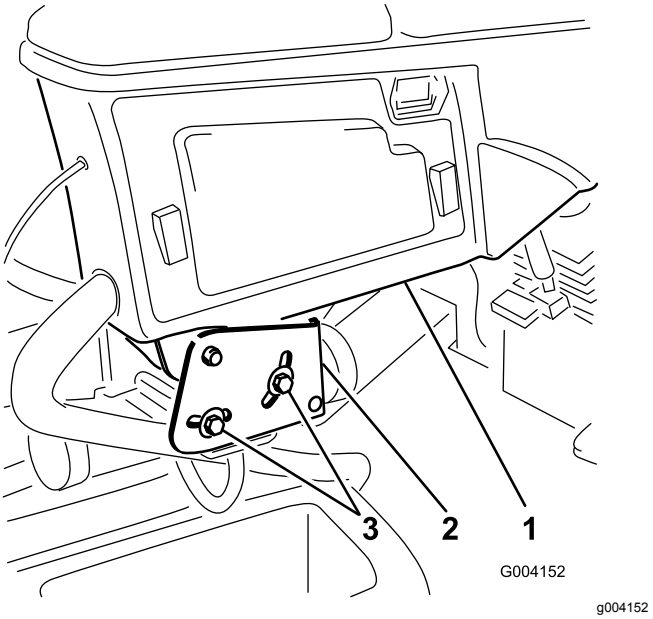

**Figur 3**
1. Lossa de två bultar som håller fast reglagearmen på fästkonsolen (Figur 3).